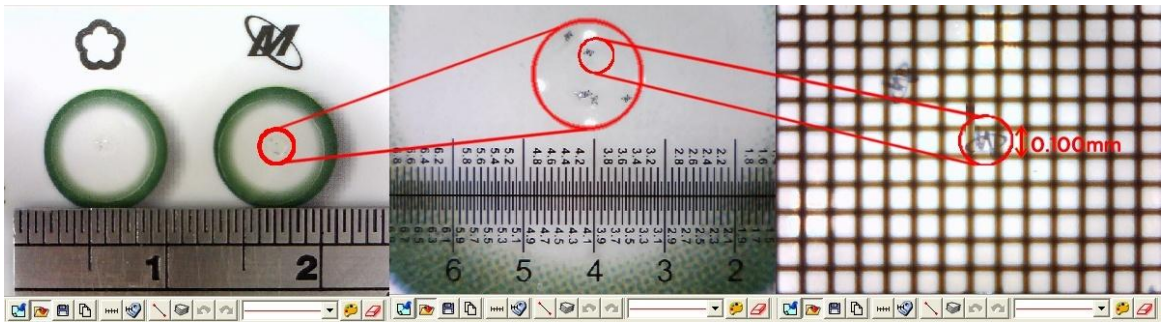

Fig. 5-35 High Magnification Grid
d. 0.1mm High Magnification Grid: See Fig 5-35, put the 0.1mm scale (See above chart d) on "M" microdot. The Length of M in a square i.e. 0.100mm.